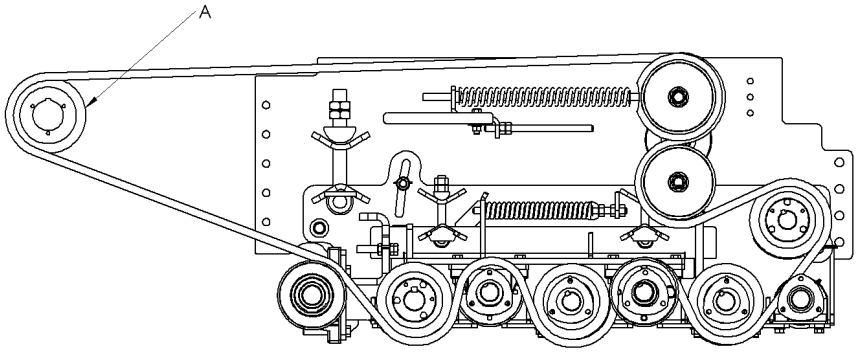

Figure 7-25: Grabroll Speed Adjustment
4. Remove the sheave (A), shown in Figures 7-25, by first removing sheave bolts.